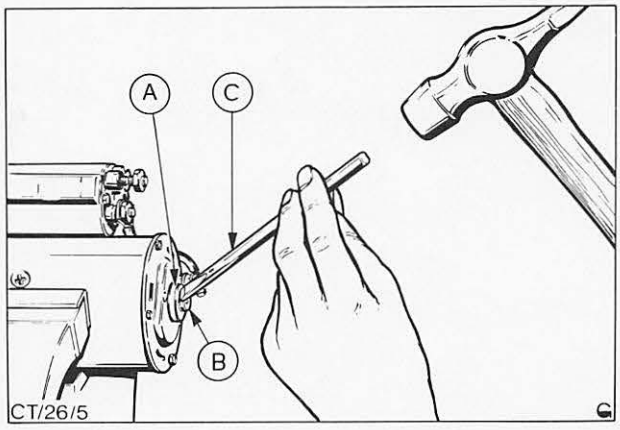

Abb. 16 A = Zahnsicherung
2. Zahnsicherung am Ende der Ankerwelle entfernen. Dazu Zähne der Sicherung mit einem kleinen Meißel verbiegen (Meißel im 45°-Winkel zur Ankerwelle halten, siehe Abb. 16). Abgenommene Zahnsicherung nicht wieder verwenden.